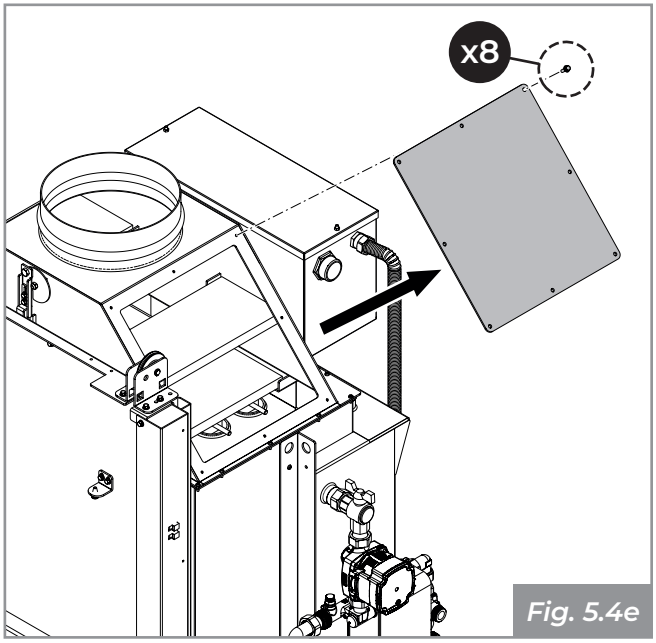

Fig. 5.4e
- Acceda al compartimento de inspección de la repisa de humos desatornillando los tornillos de la tapa de inspección de la campana de humos, situada en la parte de la instalación hidráulica **(Fig. 5.4e)**.